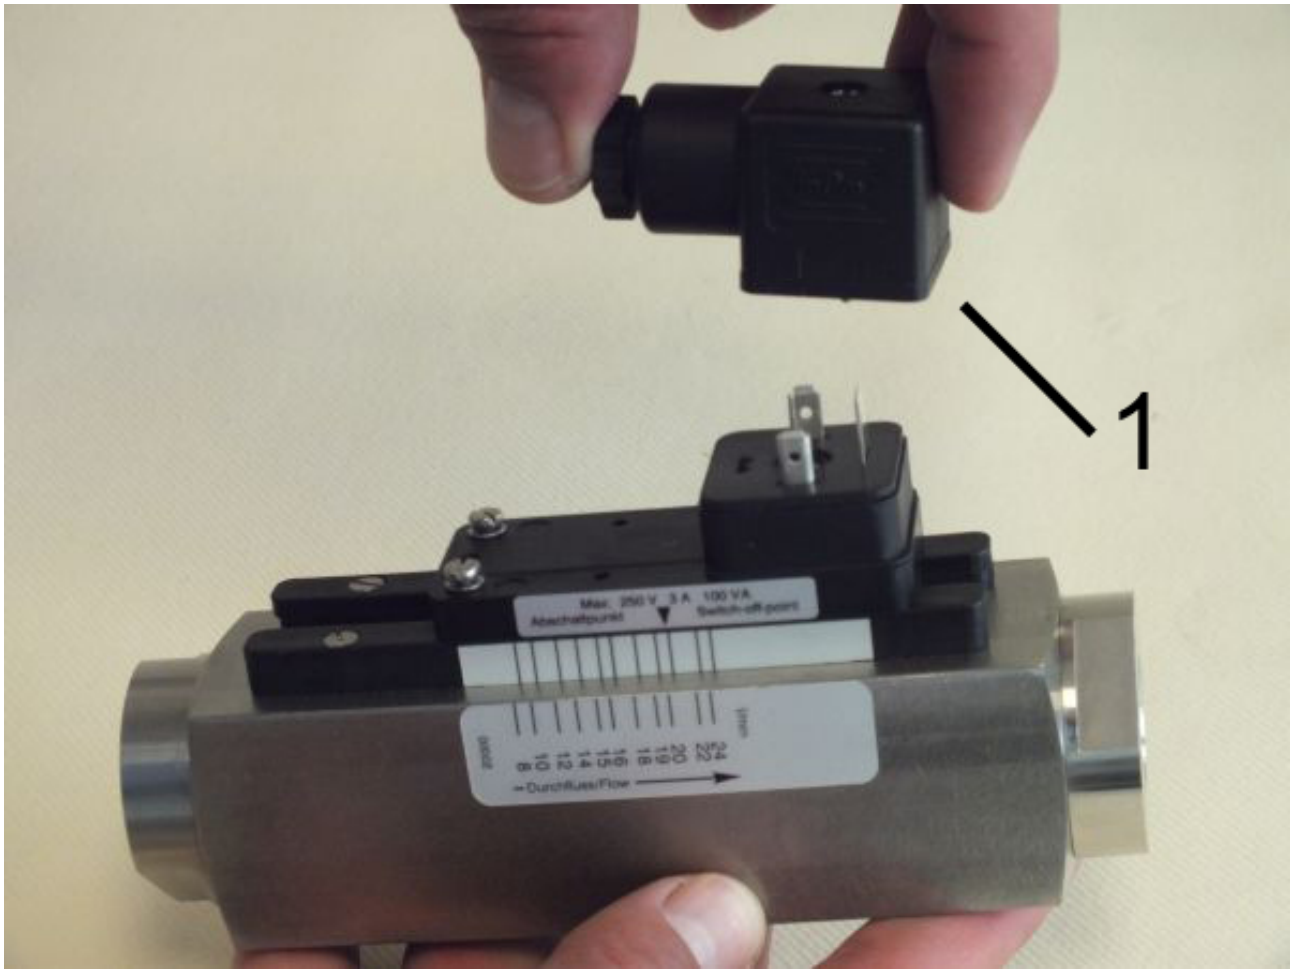

Fig. 64: Remove female socket
2. Remove the female socket and gasket (*Fig. 64*/1) by pulling upwards.